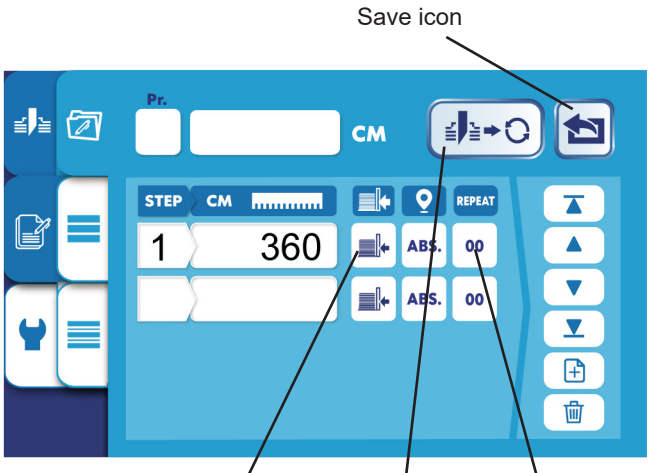

Fig. 6
4. If you would like the back gauge to slide the paper stack forward after making the cut, press the Advance icon (Fig. 6).
5. To repeat a cut length, press the Repeat Cut icon  (Fig. 6).
7. When all cuts and settings are complete, press the Save icon (Fig. 6), and choose “Save.”